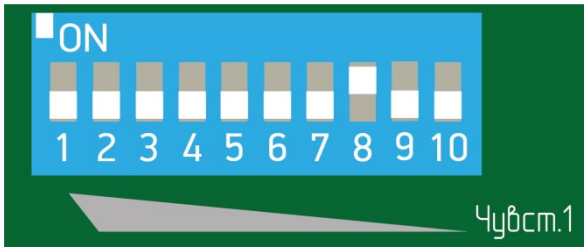

Рисунок 7.30
– установить флажок 8 переключателя регулировки чувствительности в положение «ON» (верхнее положение), все остальные флажки в нижнее положение (рисунок 7.30);